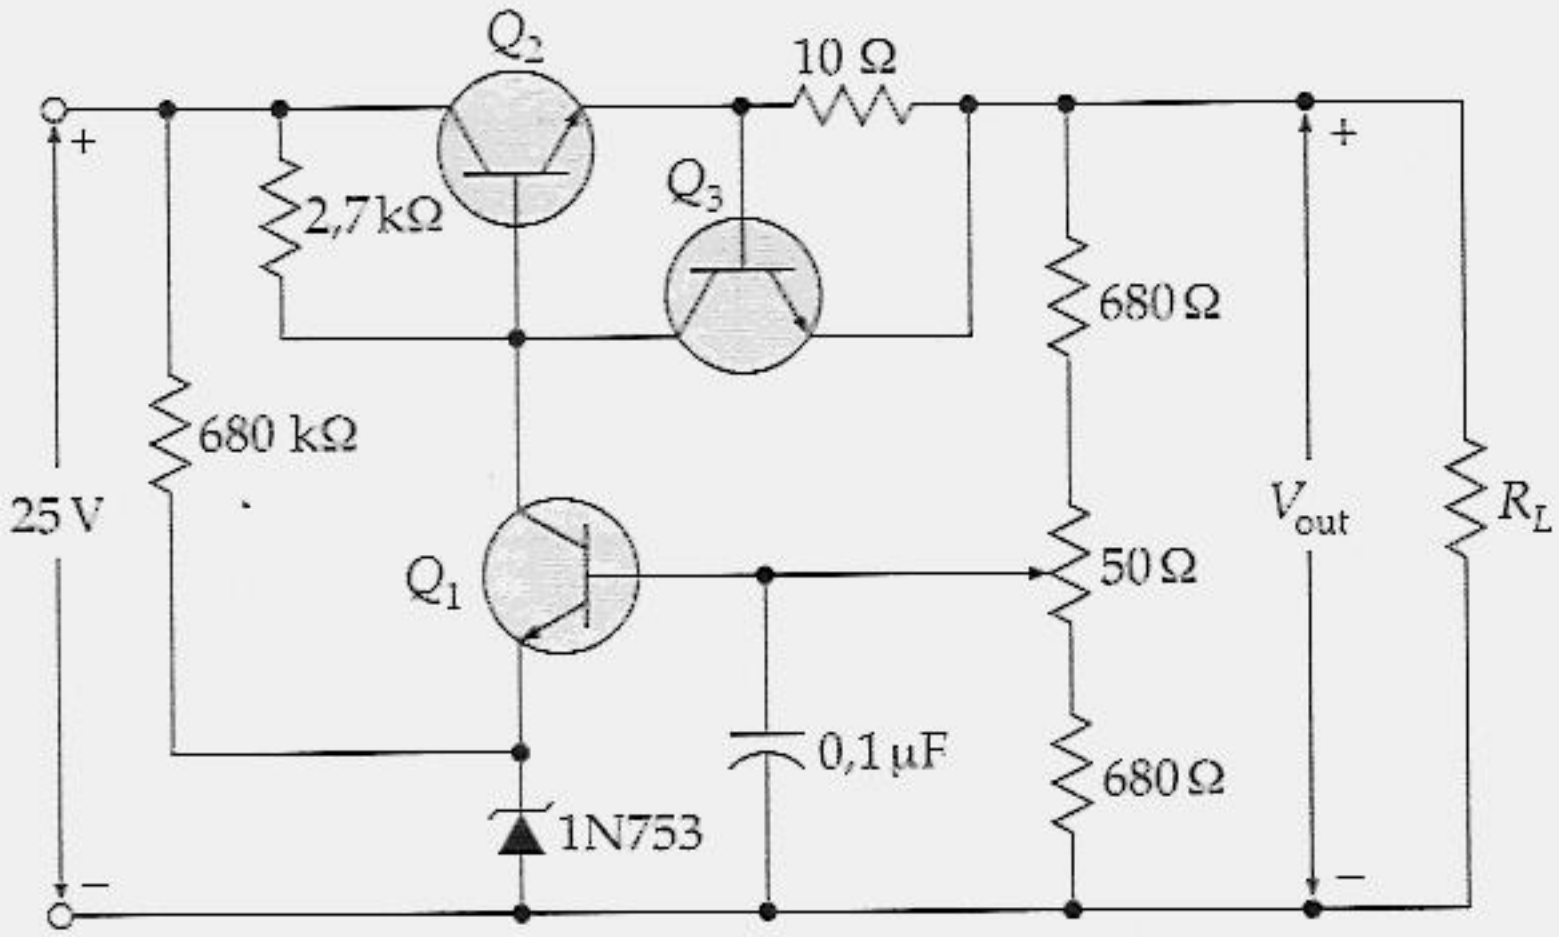

Figura 23.30
23.4 Na Figura 23.30, o cursor do potenciômetro está no centro de sua faixa. Qual a tensão de saída do regulador? Qual a corrente de carga no momento em que se inicia a limitação de corrente?
23.5 Qual a resistência de carga mínima no circuito da Figura 23.30 no momento em que se perde a regulação?
23.6 Qual a dissipação de potência do transistor de passagem no momento em que o resistor de carga for curto-circuitado no circuito da Figura 23.30?
23.21 No circuito da Figura 23.30, a corrente com a carga em curto-circuito é de aproximadamente 7 mA. Qual das seguintes possibilidades é o defeito?